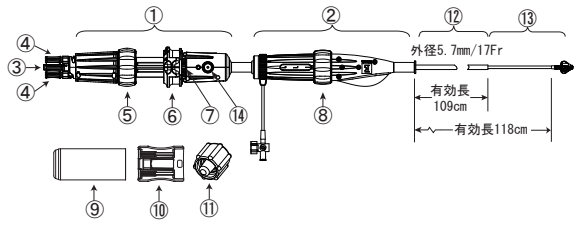

図3:インプラントシステム
3. インプラントカテーテル（図3）
4. ステアラブルカテーテル（図3）